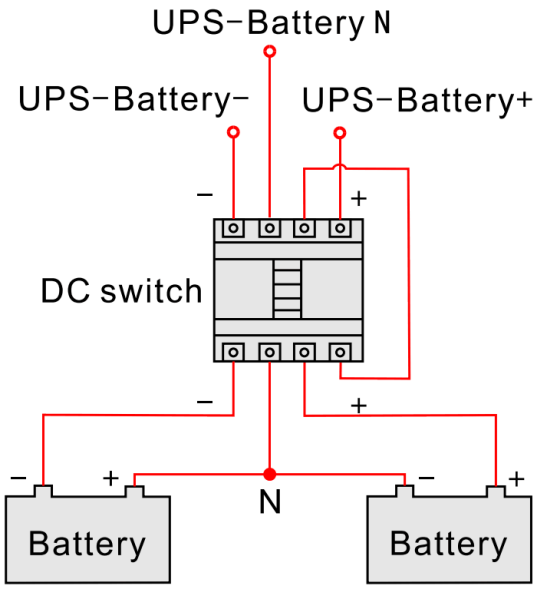

FIGURE 3-61 Battery wiring diagram
- Battery DC input requires to add a DC switch, the wiring is as shown in Figure 3-61.